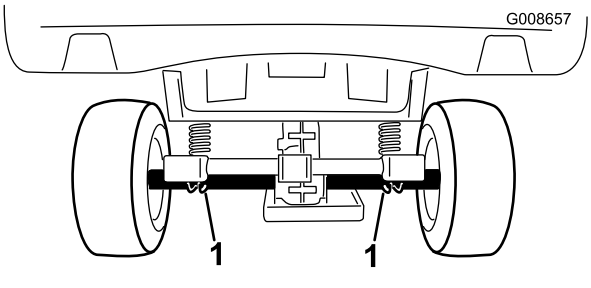

Figur 22
- Løftepunktet bagest på maskinen findes under akselrørene (Figur 22).